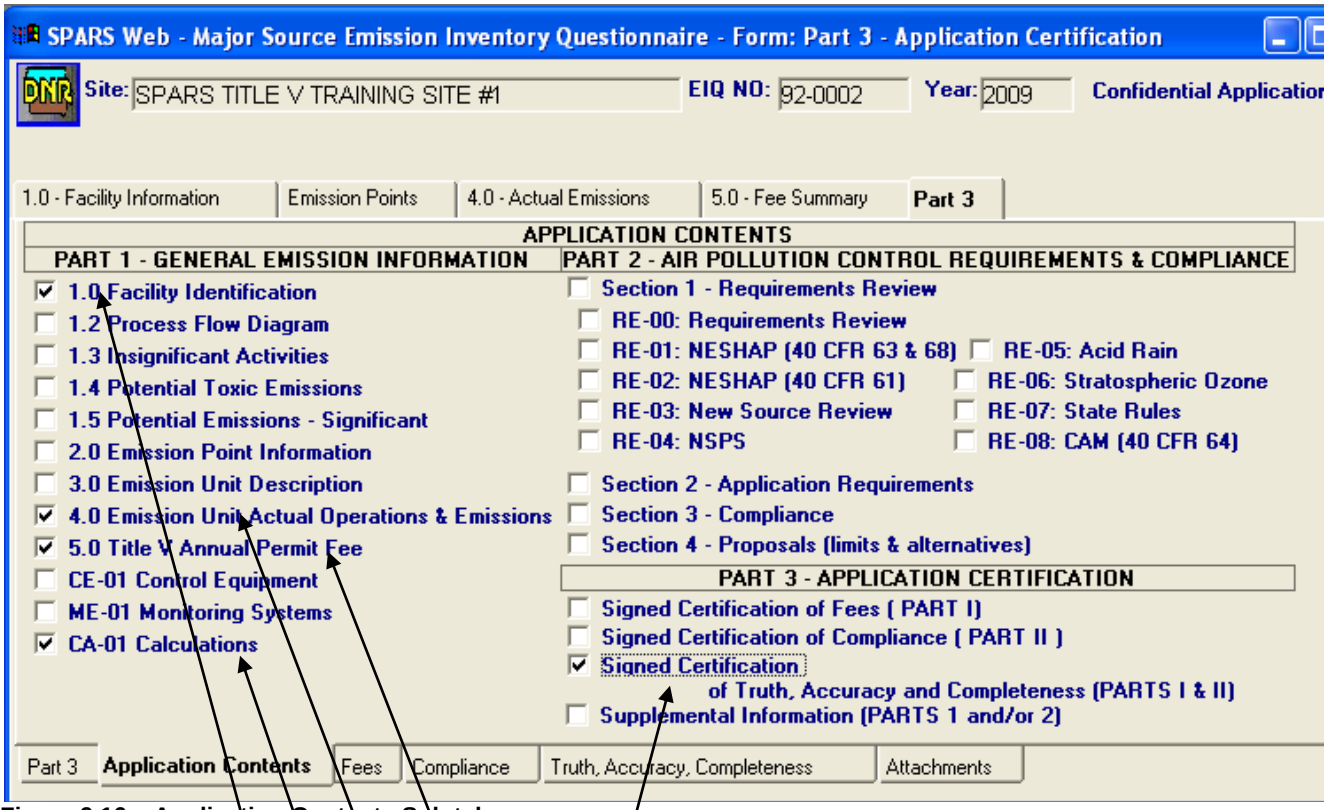

Figure 9.16 – Application Contents Sub tab.
2. Click the **Application Contents** tab and check the appropriate boxes (see Figure 9.16). Save these changes.